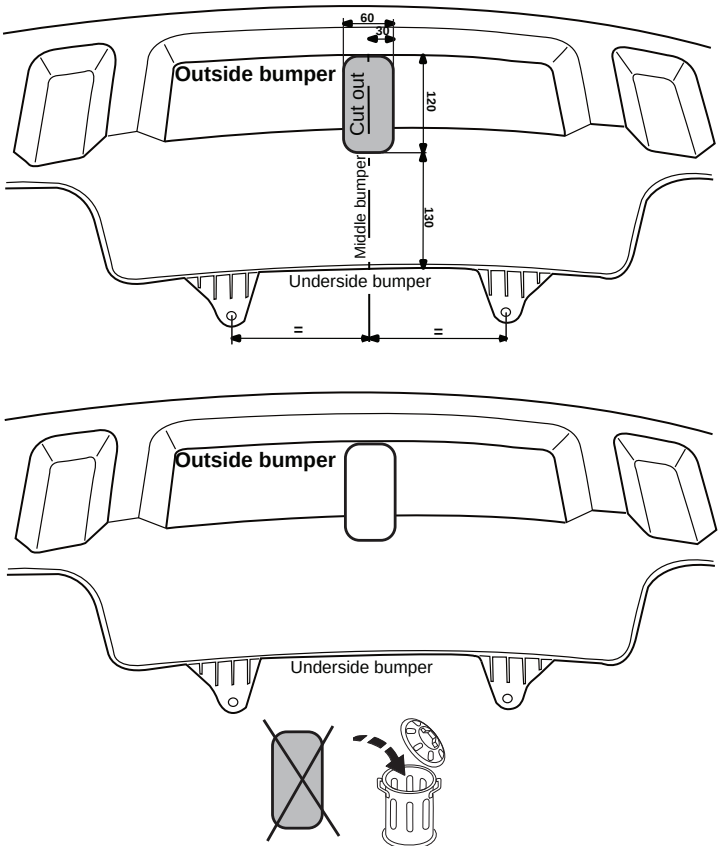

Fig. 3
3. Выпилить часть из бампера в середине снизу, как указано на рис. 3.